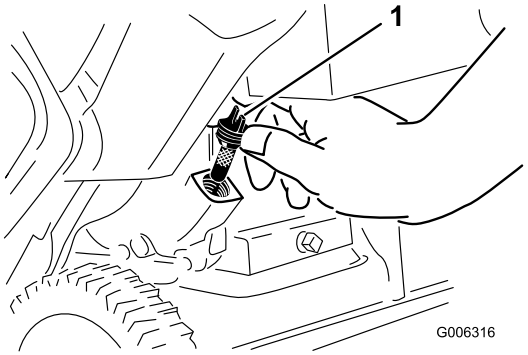

Рисунок 12
2. Очистите поверхность вокруг крышки маслозаливной горловины (Рисунок 12).